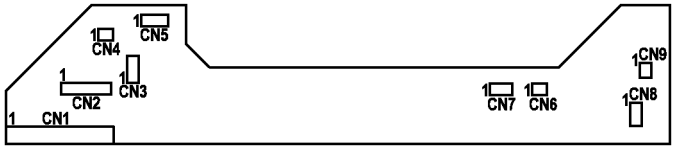

Рисунок 3 PWB интерфейса PCM
Подсоедините красный щуп мультиметра к CN1-7 PWB интерфейса PCM (Рисунок 3). **Величина сопротивления не более 5 Ом.**
Подсоедините красный щуп мультиметра к CN2-4 PWB интерфейса PCM (Рисунок 3). **Величина сопротивления не более 5 Ом.**
- Подсоедините красный щуп мультиметра к CN1-14 или 15 PWB интерфейса PCM (Рисунок 3).
Подсоедините красный щуп мультиметра к CN2-5 PWB интерфейса PCM (Рисунок 3). **Величина сопротивления не более 5 Ом.**